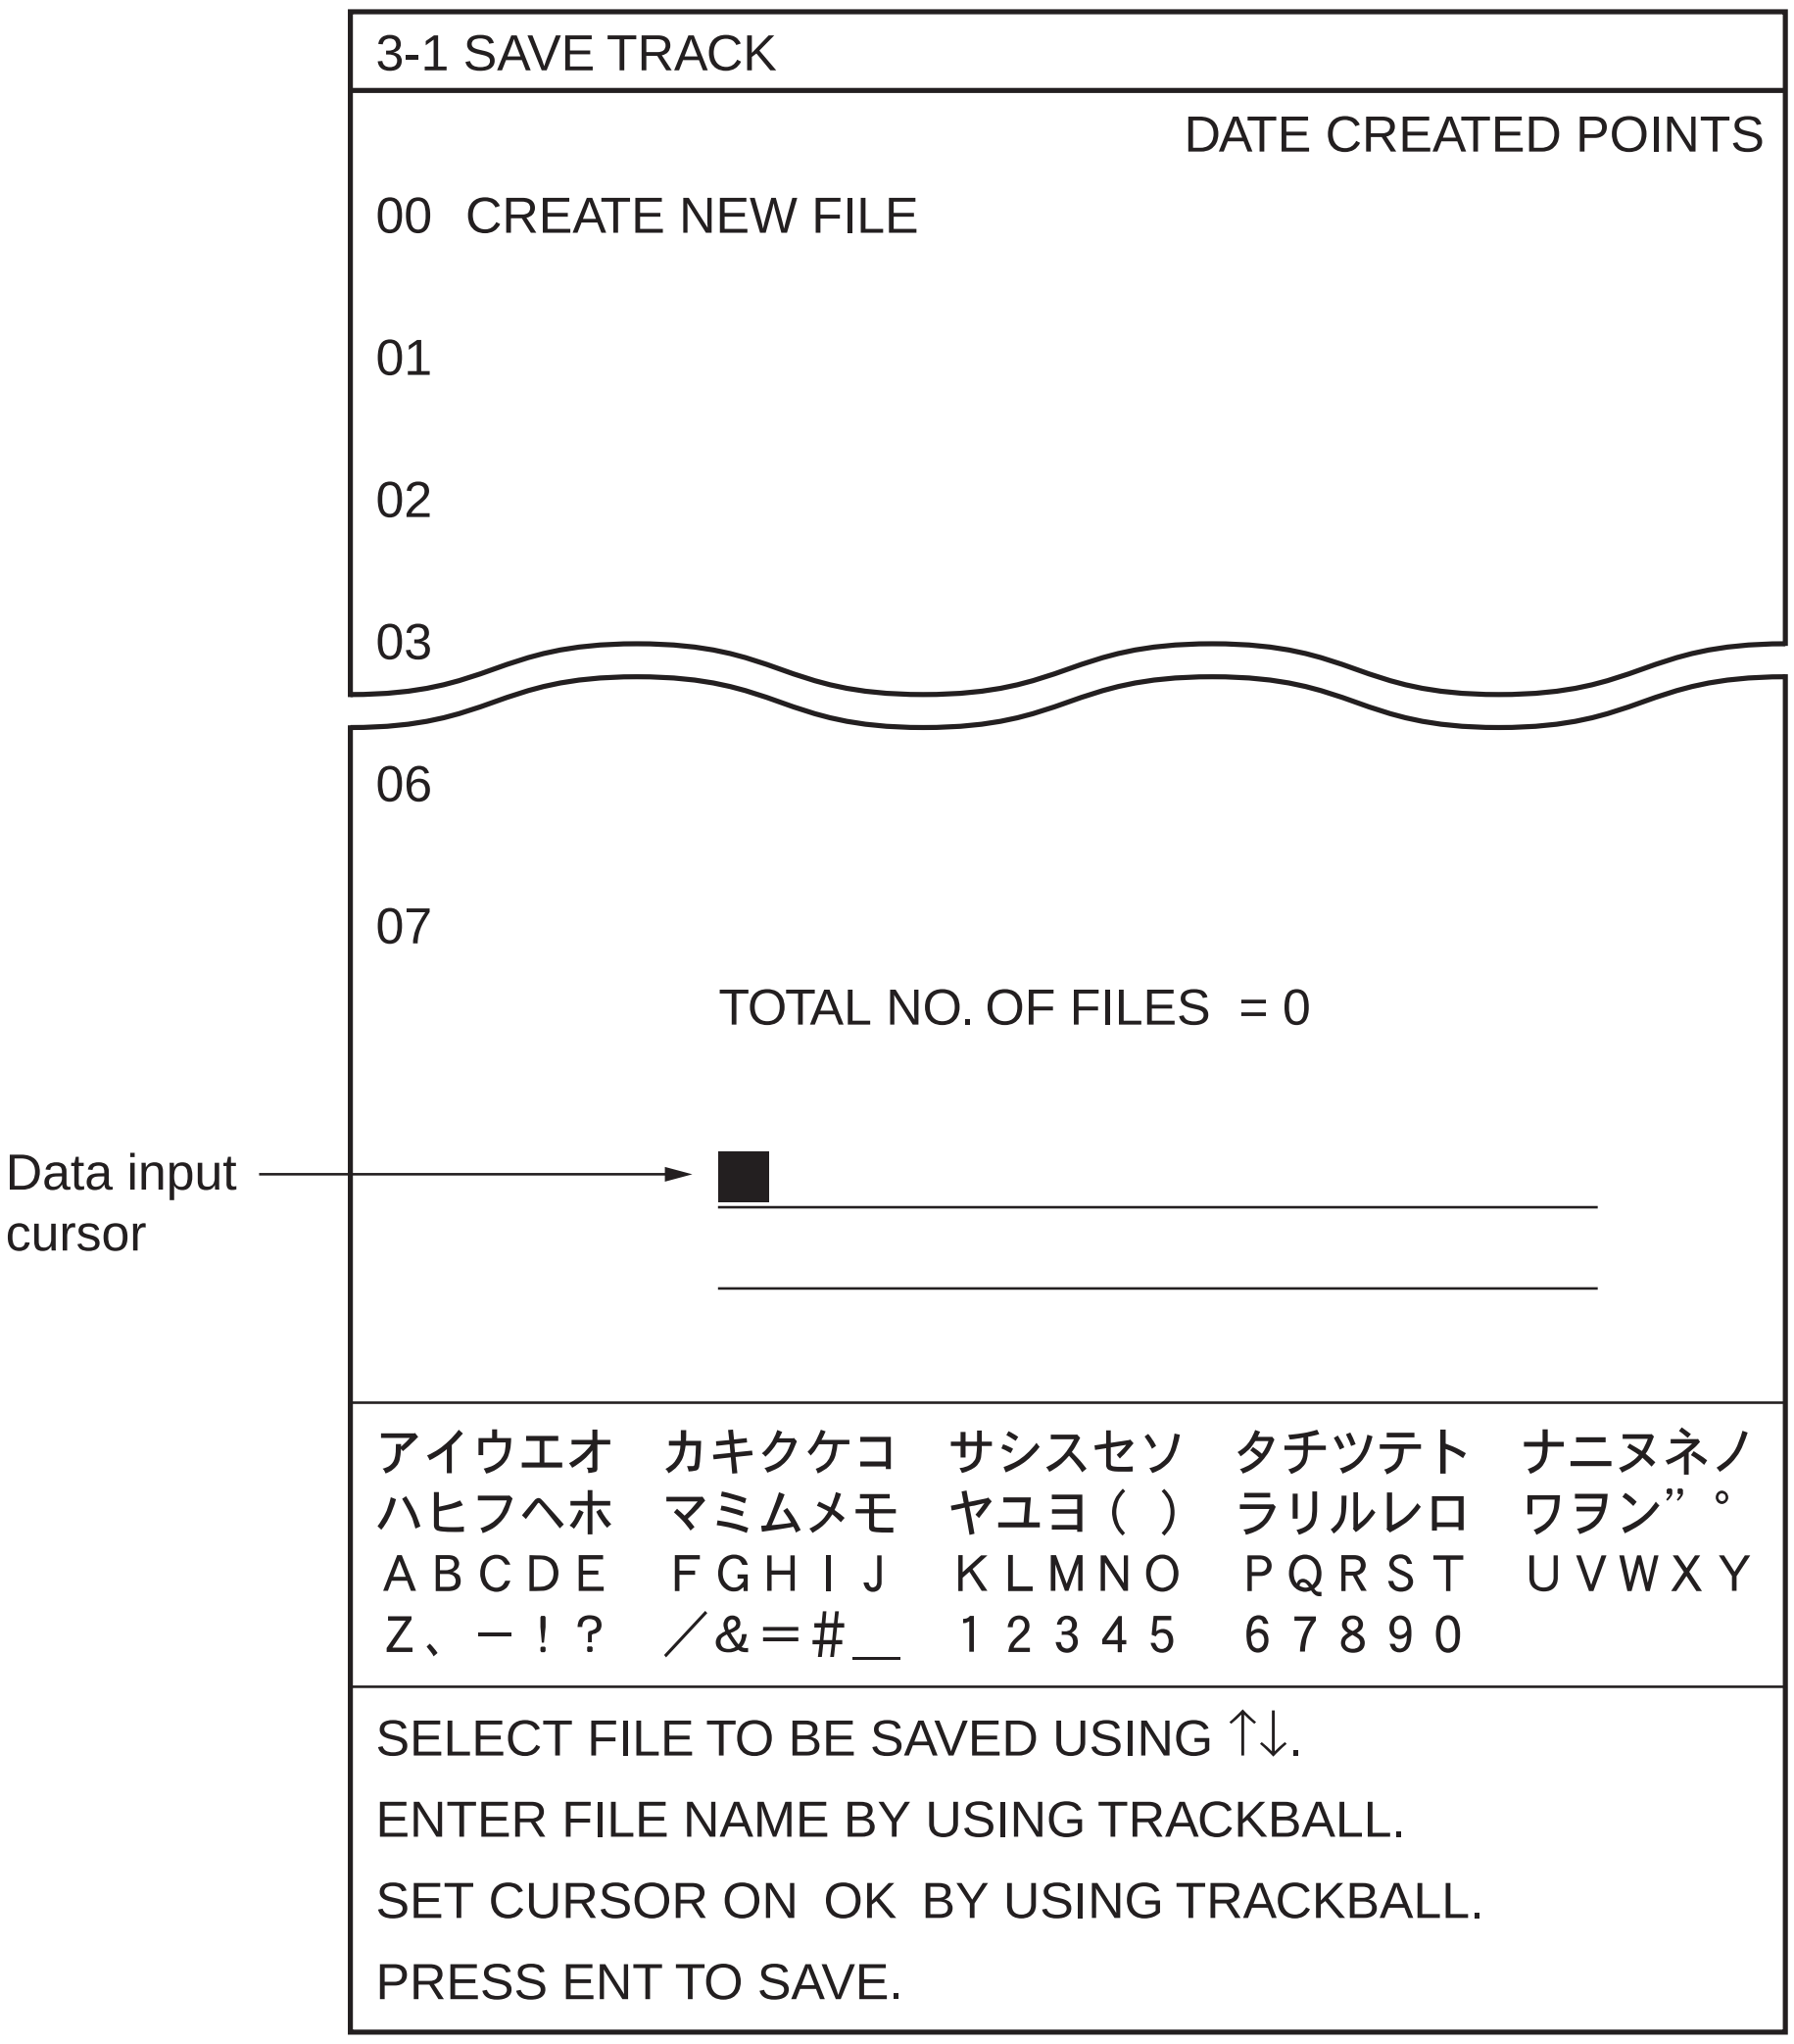

Figure 9-4 SAVE TRACK display
4. Select the item you want to save by pressing appropriate numeric key: [1], track; [2], marks (including lines), [3], waypoints (including routes). Then, the menu related to the item selected for saving appears. Figure 9-4 shows the SAVE TRACK display.